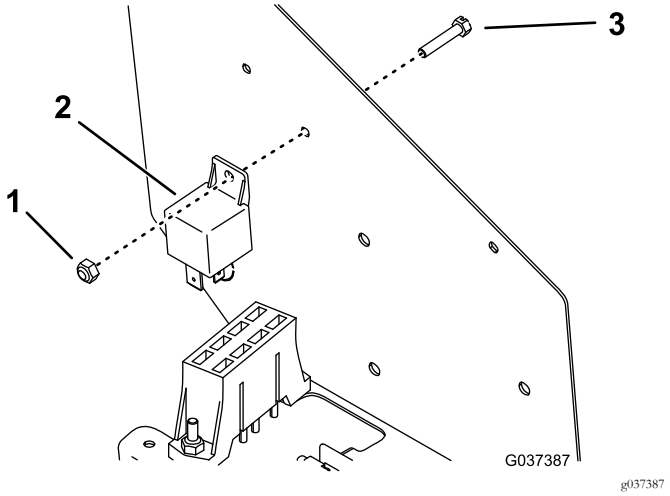

Figur 10
6. Montera effektreläet på insidan av kontrollpanelen med en skruv och mutter (Figur 10).